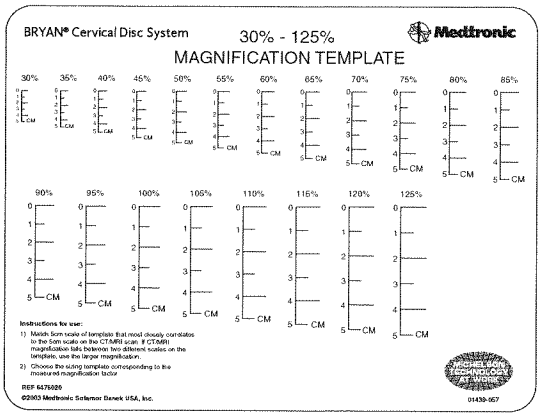

Figure 1a
Using a computed tomography (CT) or magnetic resonance image (MRI) obtained so that the slices are parallel to the vertebral body endplates, determine the smaller of the two vertebral body endplates at the target disc space. The use of a CT image is preferred. Do not include spurs or ridges that will be removed in the subsequent burring process. Determine the magnification factor of the image using the **BRYAN® Cervical Disc Template Set (Figure 1a, 1b)**. Choose the prosthesis template corresponding to the measured magnification factor, and follow the instructions on the template to estimate the prosthesis size.